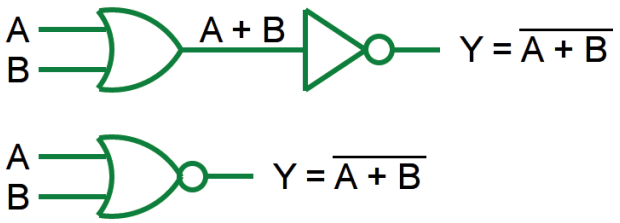

Figura 3.53 – Porta NOU de duas entradas.
5. O CI TTL 74LS02 e o CMOS 4001 contém 4 portas NOU de 2 entradas conforme a figura 3.53. Observe que a disposição interna das portas do CI CMOS é diferente do CI TTL.